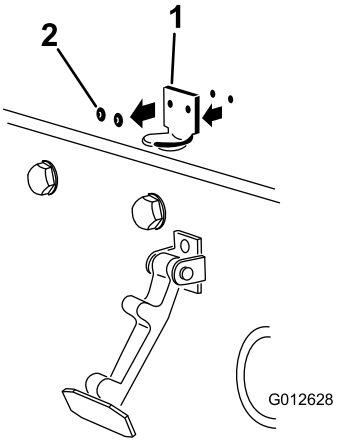

Figur 5
2. Ta bort de två nitarna som fäster motorhuvsspärrfästet på motorhuven (Figur 5). Ta bort motorhuvsspärrfästet från motorhuven.